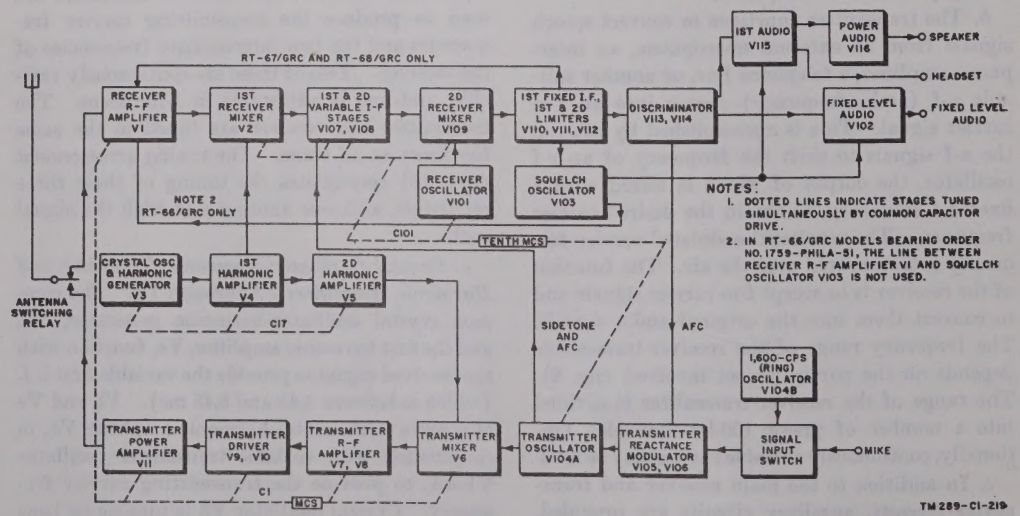

Figure 9. Receiver-transmitter, block diagram.
a. The signal path of a typical Receiver-Transmitter RT–66/GRC, RT–67/GRC, or RT–68/GRC is shown in figure 9. This block diagram applies to all three receiver-transmitters. Complete schematic diagrams of the equipments are shown in figures 79 through 82. The block diagram (fig. 9) shows that the equipment consists of a separate transmitter circuit and a separate receiver circuit. The two circuits use a common antenna, crystal oscillator, harmonic generator, set of control relays, and tuning control arrangement. Normally, the receiver is operative while the transmitter is in a standby or inoperative condition. When the microphone button is closed or when a switch on a control unit associated with the equipment in a given installation is operated to the required position, the receiver is effectively turned off and the transmitter is turned on. This function is accomplished when the ground return to the relay circuits is completed.
As shown on the block diagram (fig. 9), the crystal, transmitter, and receiver oscillators are used to produce the transmitting carrier frequencies and the two intermediate frequencies of the receiver. Two of these are continuously variable, and one is adjustable in 1-mc steps. The transmitter and receiver are tuned to the same frequency at all times. The tuning arrangement (par. 13) coordinates the tuning of these three oscillators with one another and with the signal paths.
(6) Energizing voltage is applied to the microphone circuit.
b. Circuit differences are as follows: In all RT–66/GRC models except those bearing Order No. 1759–Phila–51, and in all RT–67/GRC models except those bearing Order No. 1759–Phila–51 and 32111–Phila–51, serial numbers 13672 and up, voltage also is removed from the screen grid of receiver first mixer V2 ((4) above).
15. Transmitter Circuits, Block Diagram (fig. 9)
16. Receiver Circuits, Block Diagram (fig. 9)